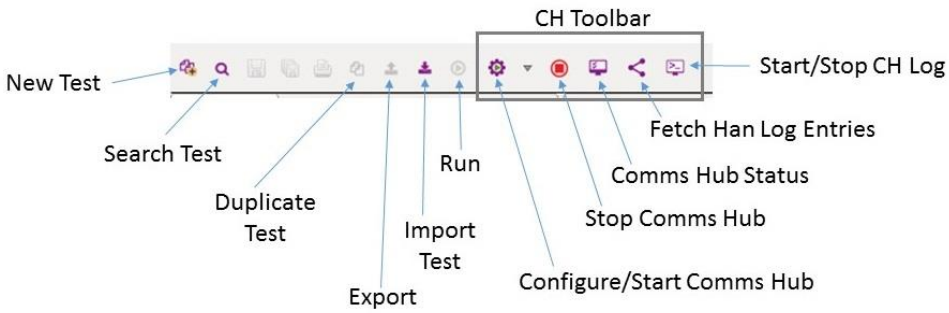
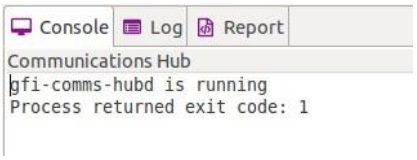
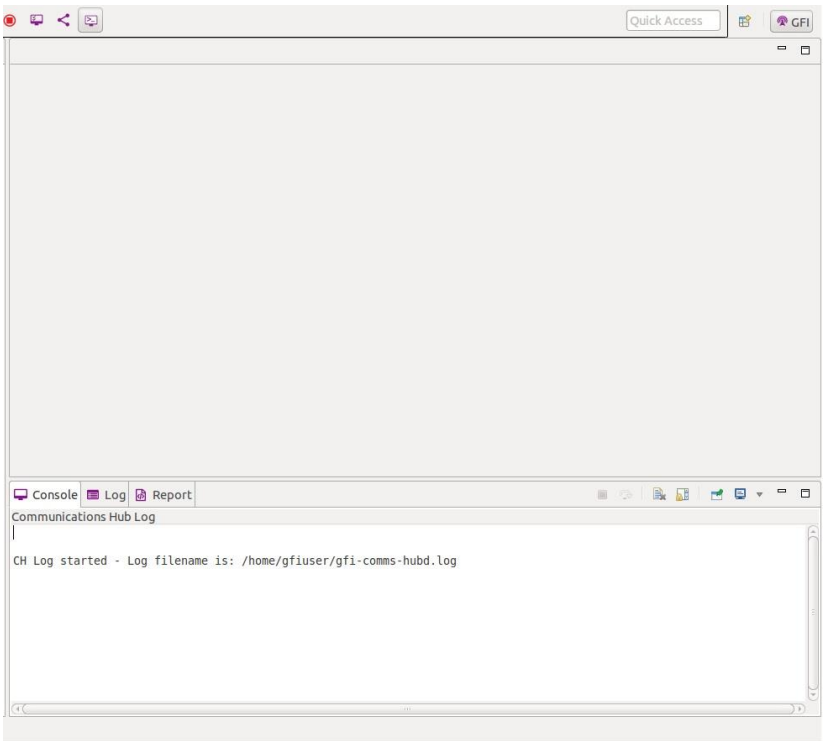

Figure 7 – The Toolbar
Figure 18 – Outcome of CH's 'status' command
Figure 19 – CH Logging started
Because the GUI can control the GFI Communications Hub module introduced in GFI1.3.2E, a specific subset of the toolbar is dedicated to this purpose[6]. Figure 7 highlights these actions, which will be explored in detail in the step-by-step example.
- The 'Configure/Start GFI Communications Hub' icon in the toolbar (refer to Figure 7) or
The GUI does not maintain the CH's state – instead, it can query it at any time to obtain its status. To do so, select the 'Comms Hub Status' button on the toolbar (Figure 7). Again the outcome is displayed in the console pane (Figure 18).
So far we have explored some of the CH's actions and we have seen the outcome of these actions being displayed in the console pane. Depending on the log level chosen, the CH may log events to a log file. It is possible to display the contents of this file in real-time. This feature is active by default and the log activity is displayed as the CH is started. To toggle this feature, the user must select the 'Start/Stop CH Log' in the toolbar (refer to Figure 7). The outcome is shown in Figure 19.